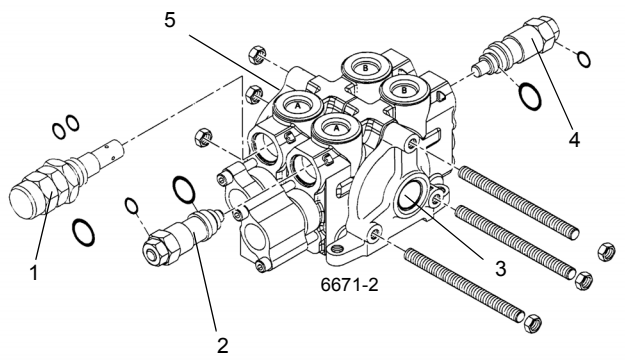

FIGURA 2-12
1. Instale um dispositivo de verificação de pressão de desconexão rápida com medidor no bico de teste na entrada de teste da válvula de giro Figura 2-12.